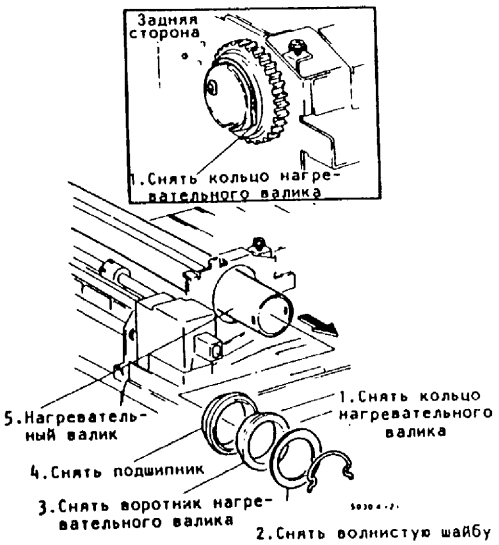

Рис.3. Снятие нагревательного валика
5. (Рис.1, Рис.2, Рис.3): Снять нагревательный валик.